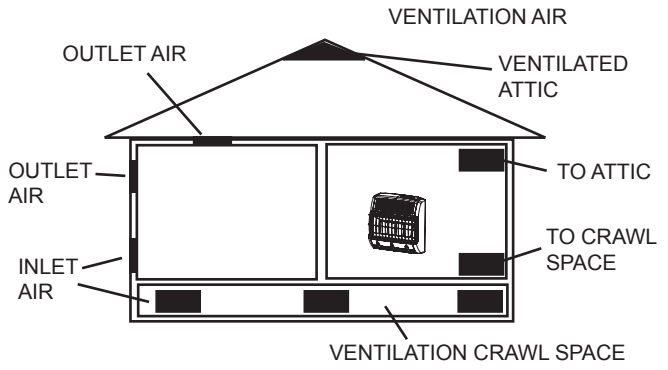

Figure 3.
B. Vent room directly to the outdoors. See Ventilation Air From Outdoors (Figure 3).